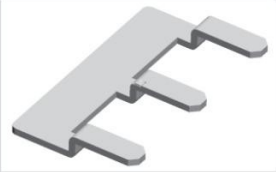

Рис.6.
Данная функция защищает котел от замерзания и активная для всех режимов работы. При снижении температуры в котле ниже +5°С или температура в помещении, где установлен датчик температуры воздуха «Т2» (СМ Рис.6) будет ниже +5°С, то котел включится на максимальную мощность. Котел вернется в рабочее состояние после нагрева воды в системе отопления до +30°С или после нагрева воздуха в помещении до +10°С. Эта функция активна при условиях, если котел подключен к электросети.
Снять облицовку, открутив сверху и снизу винты. Подключить котел к электрической сети с помощью зажимов (согласно Рис. 6). Монтаж силовых цепей выполнить от автоматического выключателя до клеммы XT1 (L-N-PE) проводом ПВС сечением в соответствии с табл.1, к насосу проводом ПВС 3х0,75мм$_2$ клеммная колодка XT2 (L-N-PE). Монтаж цепей управления для подключения датчика температуры выполнить проводом МГШВ 0,75мм$_2$. Длина провода до 30 метров. Если требуется увеличить длину провода, нужен кабель большего сечения. Подключение котла к эл. сети должно осуществляться только при отключенной эл. сети, или отключенным питающем кабелем.
Для подключения примените перемычку Рис.6. (в комплекте с котлом). Необходимо установить перемычку на клеммы L1-L2-L3 клеммной колодки XT1 и к клемме L1 подключить фазный провод.
10.7.2. Снять облицовку, открутив сверху и снизу винты. Подключить к котлу комнатный термостат с помощью зажимов (согласно Рис. 6, клеммы). Подключение термостата выполнить проводом ПВС 2х1 мм$_2$. Длина провода до 30 метров. Если требуется увеличить длину провода, нужен кабель большего сечения.